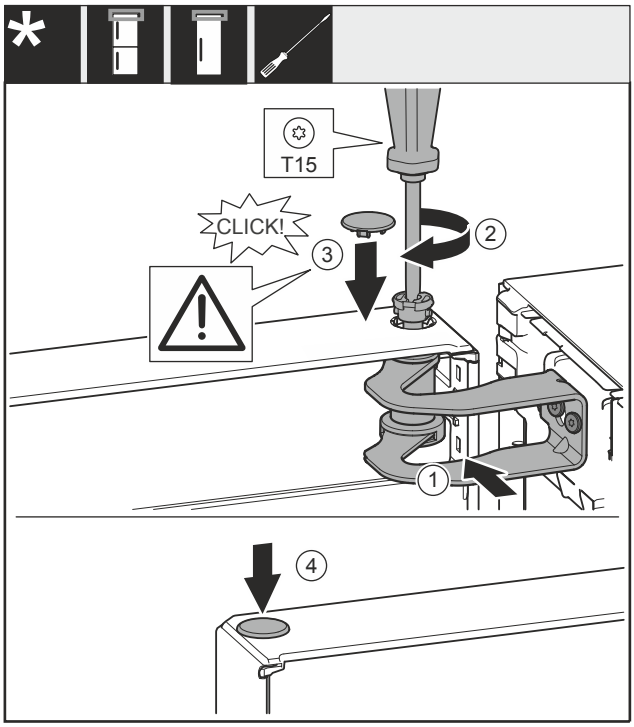

Fig. 36
▶ Deur met de opening in het lagerbok *Fig. 36 (1)* uitlijnen.
▶ Bouten *Fig. 36 (2)* insteken en met een schroevendraaier vastschroeven.
▶ Afdekking *Fig. 36 (3)* plaatsen.
▶ Controleer of de afdekking *Fig. 36 (3)* tegen de deur ligt.
▶ Afdekking *Fig. 36 (4)* plaatsen.